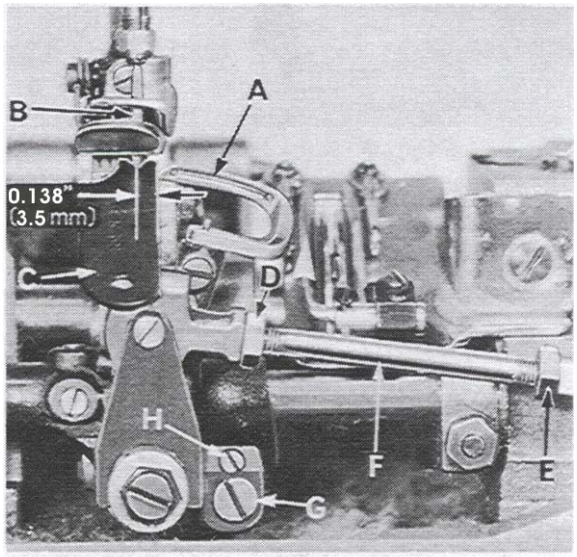
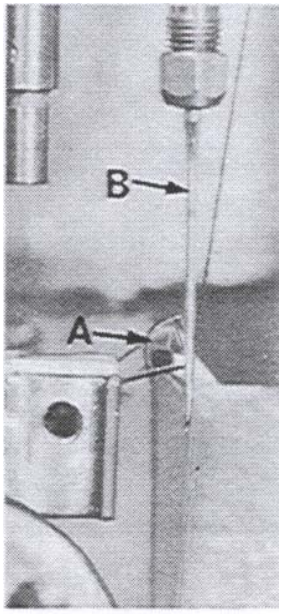

Fig. 6
Fig. 7
Insert a new needle, type and size specified. Looper gauge is 0.138 inch (3.5 mm) which is the distance from point of looper (A, Fig. 6) to centerline of needle (B) when looper is at extreme right end of its travel. Adjustment can be made by loosening nut (D), (it has a left hand thread) and nut (E); turn connecting rod (F) as required to attain specified dimension. Hold connecting rod in position and tighten nut (E), then nut (D).
While turning handwheel in operating direction and the looper (A, Fig. 7) moves to the left, its point should be set to touch but not bend at rear of needle (B). Adjustment can be made by loosening screw (G, Fig. 6), turn stop screw (H) clockwise to move looper towards the rear, counterclockwise acts the reverse. It is suggested to pull looper to the front for this adjustment. Tighten screw (G) and recheck movement of looper.
Setzen Sie eine neue Nadel entsprechender Type und Dicke ein. Der Greiferabstand beträgt 3,5 mm (0,138 inch), dies ist der Abstand von der Greiferspitze (A, Fig. 6) bis zur Mitte der Nadel (B), wenn der Greifer in der rechten Endstellung seiner Bewegung ist. Zur Einstellung lösen Sie die Mutter (D), (sie hat Linksgewinde) und die Mutter (E) und drehen die Verbindungsstange (F) nach Bedarf, um den vorgeschriebenen Abstand zu erhalten. Halten Sie die Verbindungsstange in dieser Stellung fest und ziehen Sie die Mutter (E) und dann die Mutter (D) an. BEACHTEN SIE: Vergewissern Sie sich, daß das linke Kugelgelenk senkrecht steht und nach dieser Einstellung nicht klemmt.
Wenn das Handrad in Nährichtung gedreht wird und der Greifer (A, Fig. 7) sich nach links bewegt, muß seine Spitze so eingestellt sein, daß sie die Rückseite der Nadel (B) ganz leicht streift aber nicht wegdrückt. Zur Einstellung lösen Sie die Schraube (G, Fig. 6) und drehen die Anschlagschraube (H) im Uhrzeigersinn um den Greifer nach hinten zu verstellen, drehen im Gegenuhrzeigersinn bewirkt das Gegenteil. Es ist vorteilhaft den Greifer leicht nach vorne zu drücken, während Sie diese Einstellung machen. Ziehen Sie die Schraube (G) an nachdem Sie die Einstellung gemacht haben und prüfen Sie die Bewegung des Greifers nochmals.